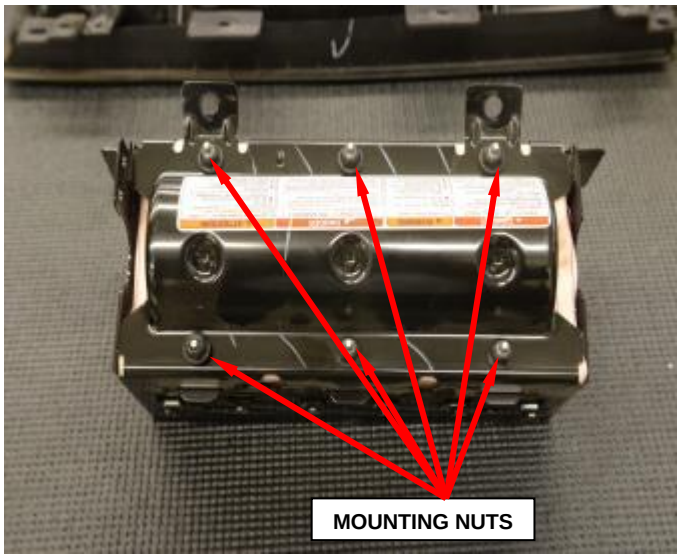

Figure 46 – Six Mounting Nuts
i. Remove and discard the six mounting nuts (Figure 46).